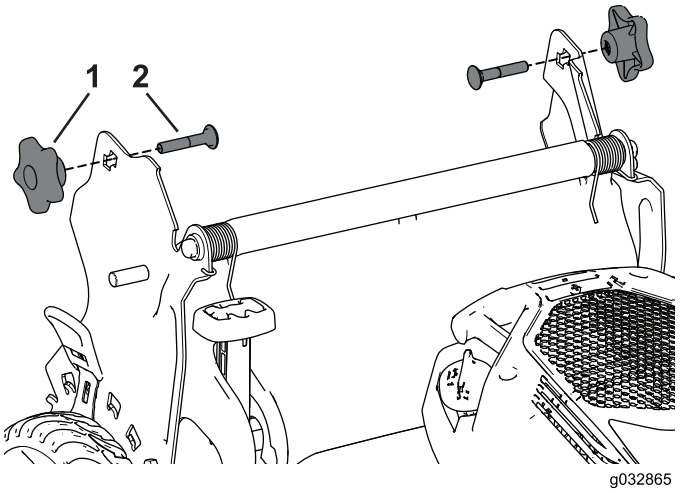

Figuur 3
1. Verwijder en bewaar de 2 handgreepknoppen en 2 slotbouten van de handgreepbeugels (Figuur 3).